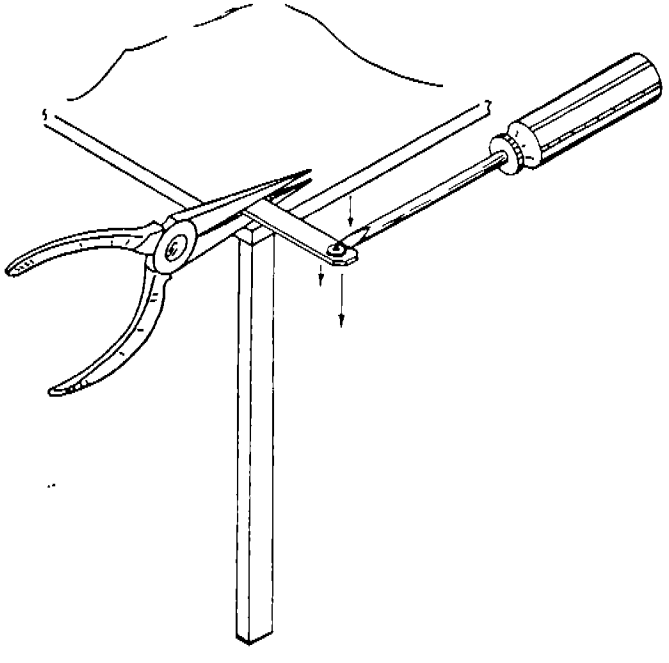

FIGURE 3-11.
2. Grip the spring with a pair of longnose pliers so that the screw hole is just covered and tweak the spring in the direction opposite the hammer tip (Figure 3-11).